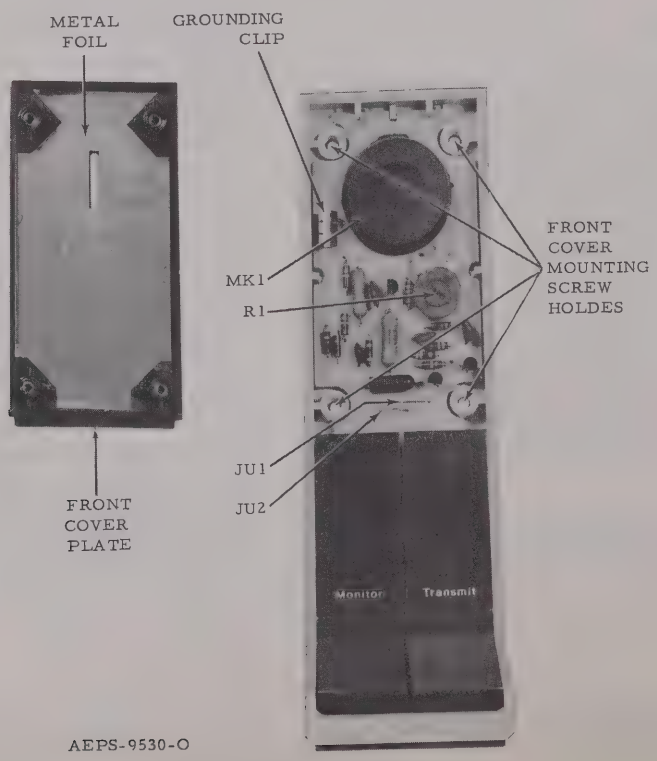

Figure 1.
Refer to Figure 1 for location of front cover screws and jumpers JU1 and JU2.
When the front cover is in place, be sure that the grounding clip spring fingers are contacting the metal foil on the inside of the front cover (Figure 1).
(1) At the rear of the microphone, remove the four screws that secure the front cover to the housing; then remove the front cover (Figure 1).
(7) Replace front cover by slipping the lower edge under the switch buttons (Figure 1).
When the front cover is in place, be sure that the ground clip spring fingers are contacting the metal foil on the inside of the front cover (Figure 1).